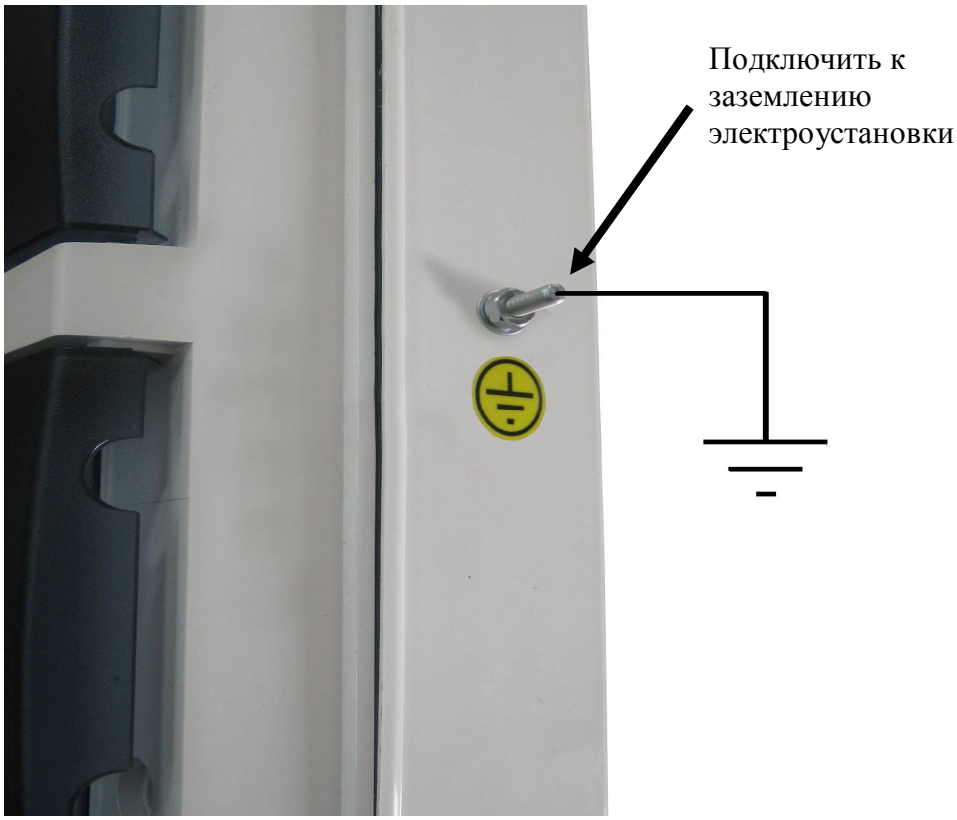

Рисунок 29
6.10 Подключить вывод заземления БИ к заземлению электроустановки (см. рисунок 29).